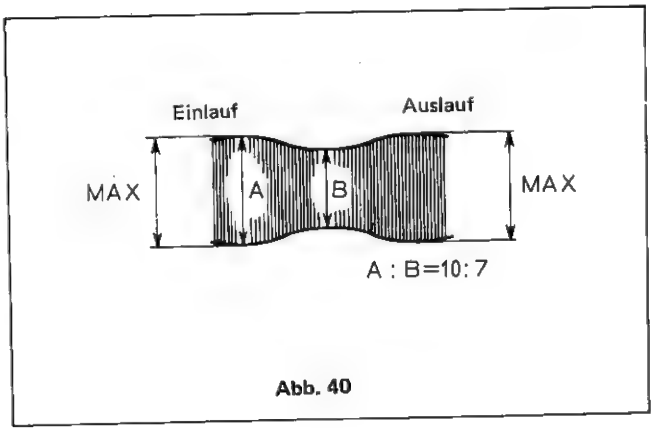

Abb. 40
5. Die Abstimmung so vornehmen (Abb. 40), daß das Verhältnis von B zu A mehr als 7/10 beträgt, auch wenn der Spurlageregler eingestellt wird und die Breite. A der HF-Wellenform abnimmt.